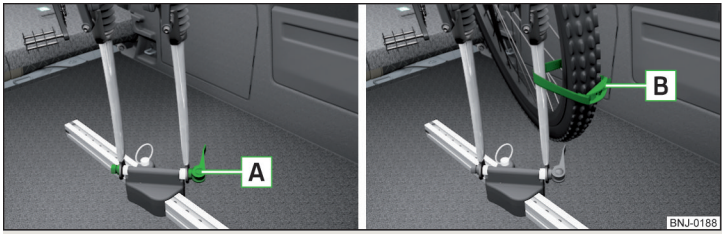

Fig. 108 **Colocar la horquilla delantera de la bicicleta en el soporte / ejemplo de fijación de la rueda delantera**
- Aflojar el tensor rápido A » fig. 108 en el soporte y ajustarlo según el ancho de la horquilla de la bicicleta.
- Fijar la rueda delantera con la correa B en la horquilla delantera » fig. 108 o en el cuadro.